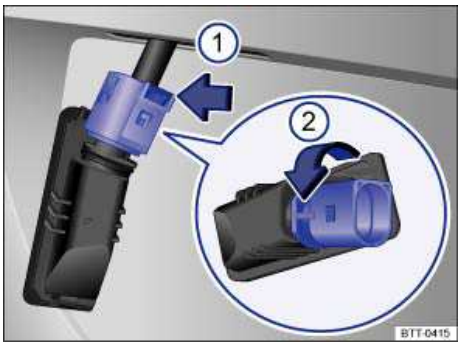

Fig. 196 License plate light: Removing the bulb holder.
4.	Press the lock on the connector plug in the direction of the arrow ⇒ fig. 196 (1) and pull the connector plug off.
5.	Turn the bulb holder in the direction of the arrow (2) and remove it with the bulb.
7.	Insert the bulb holder in the license plate light assembly and turn it counterclockwise in the direction of the arrow (2) until it stops.